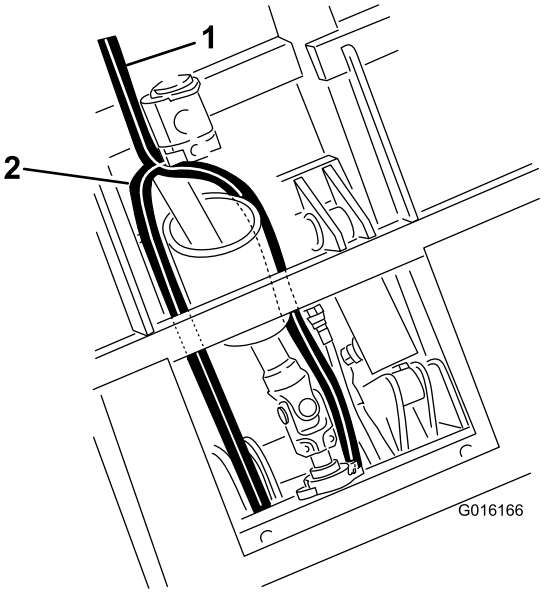

Figur 107
- Før tankslangen under løftecylinderen og mellem cylinderens monteringsbeslag til ventilen (Figur 107).
- Før trykslangen langs kraftudtagsakslen til ventilen (Figur 107).